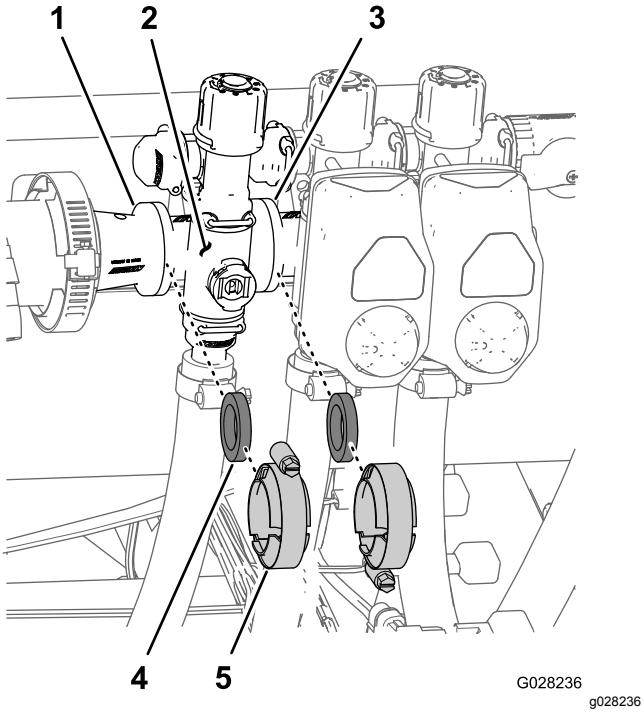

Figur 68
1. Fjern de klemmer og pakninger, der fastgør manifolden til sektionsventilen (Figur 68) til sektionsventilen ved siden af (hvis det er venstre sektionsventil) og reduktionskoblingen.